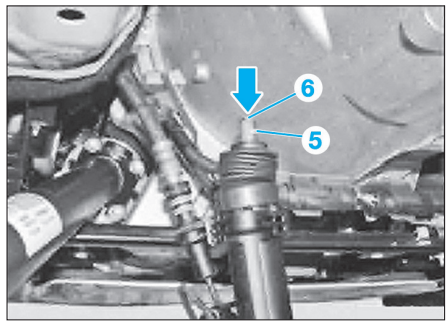

Fig. 25
• Nettoyer la tige de piston (5) et la surface d'appui de la fourchette de débrayage **(Fig.25)**.
• Graisser légèrement la tige de piston (5) sur la surface de contact (6) (utiliser de la graisse Esso UNIREX S2).